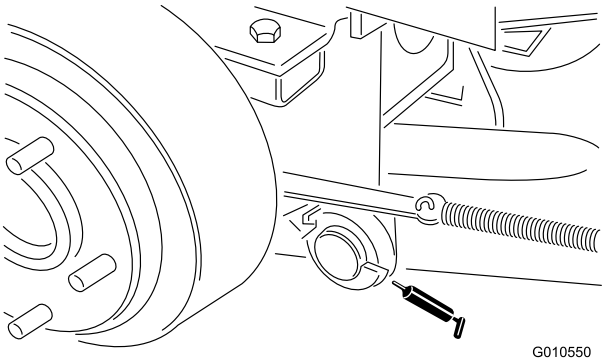

Figuur 16
- Draaipen van de rechter- en linkerhefarm (Figuur 16)